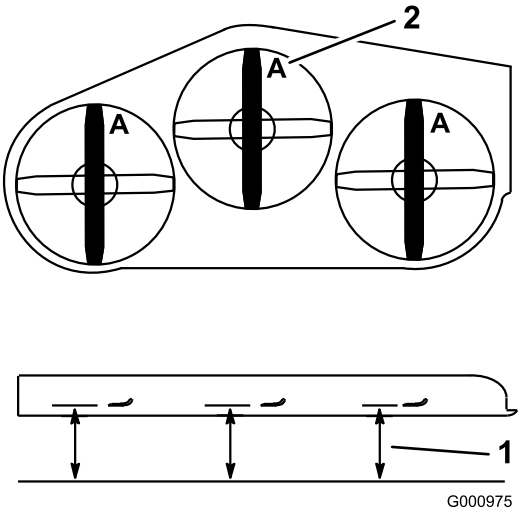

Figur 91
3. Rotera knivarna tills ändarna vetter framåt och bakåt (Figur 91). Mät från ett jämnt underlag till knivens egg vid punkt **A** på knivarna (Figur 91). Anteckna detta mått.